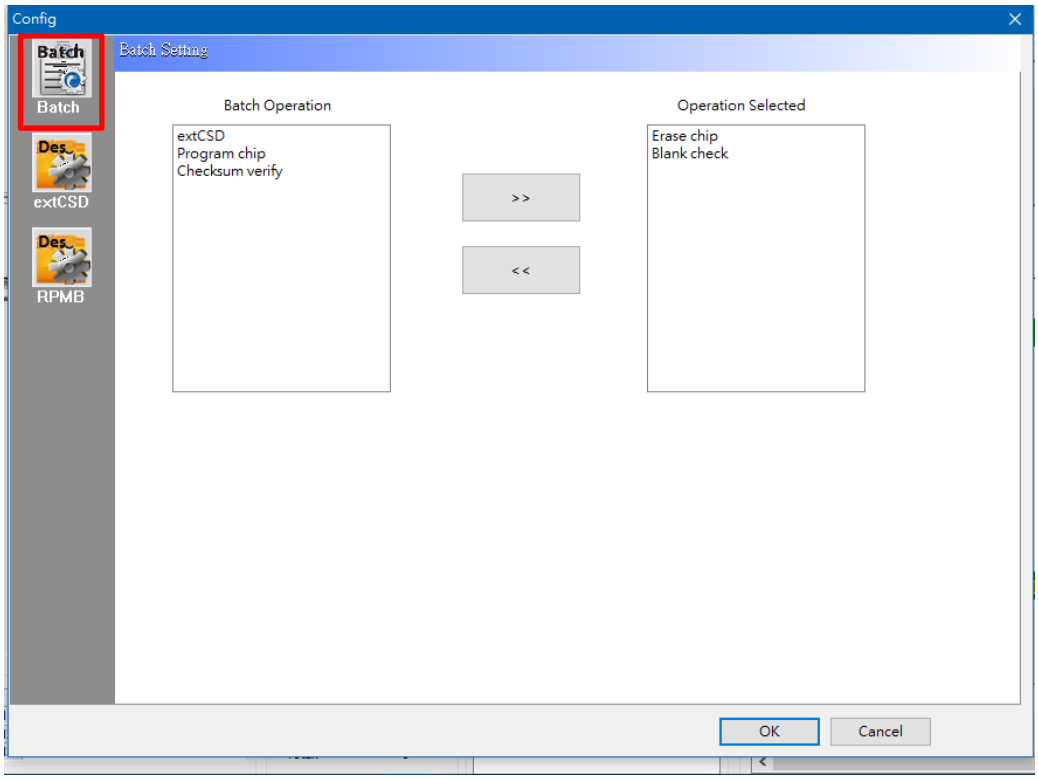

Fig. 5-59
- **Batch Setting:** Double click the programming options that are listed in the **Batch Operation box** or click **>>** or **<<** to move the options to the **Operation Selected box**. The AutoBatch will program according to the listed order in the **Operation Selected box** (As Fig. 5-59).